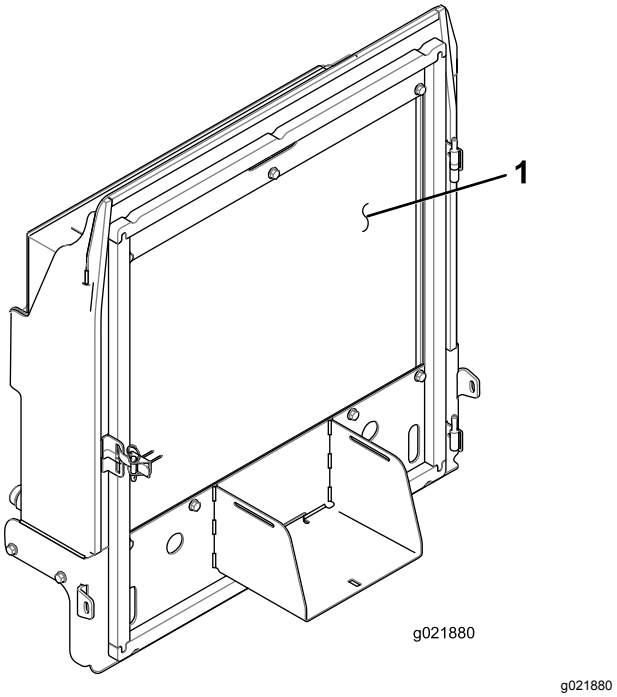

Figur 96
4. Rengör noga på båda sidor om kylaren/oljekylaren med tryckluft (Figur 96).